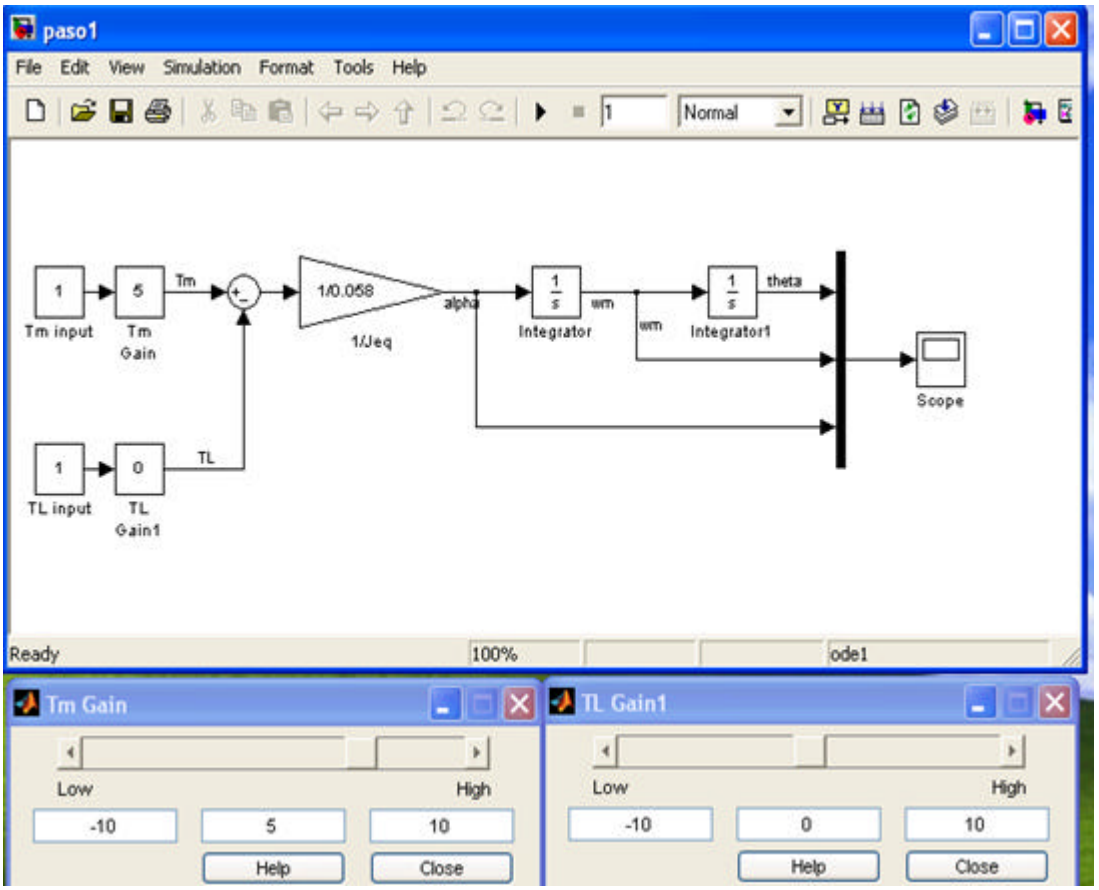

Figura 1.1: Modelo de un Sistema Mecánico Simple
- Después de que se termine las conexiones el modelo debe aparecer tal como en la figura 1.1